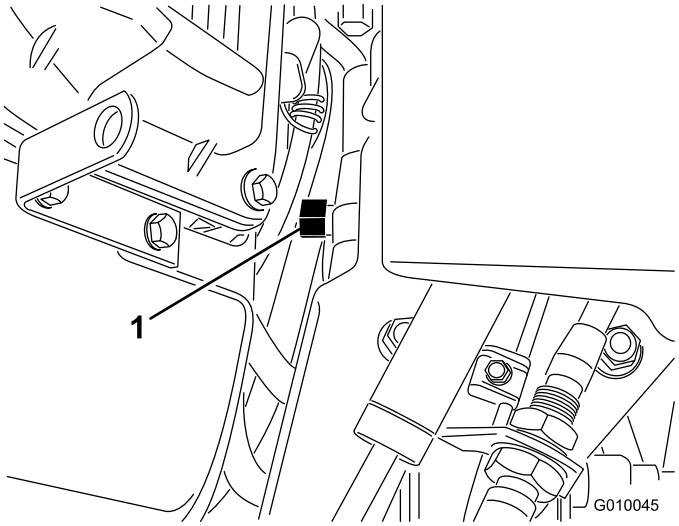

Figura 31
2. Localize a válvula de derivação entre o motor e a bomba hidrostática (Figura 31).
3. Utilizando uma chave de 5/8 pol., rode a válvula de derivação no sentido contrário ao dos ponteiros do relógio 1 volta. Isto permite que o fluido hidráulico passe pela bomba, possibilitando a rotação das rodas (Figura 31).
5. Para voltar a colocar o arejador a funcionar, rode a válvula de derivação no sentido dos ponteiros do relógio 1 volta (Figura 31).